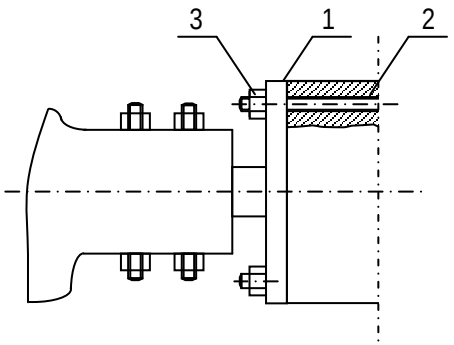

Рисунок 2
- присоединить фланцы лопастей (1, рис. 2) к ступице (2) попарно при помощи болтов (3) и стопорных шайб (4) входящих в комплект поставки. При этом номера лопастей должны соответствовать номерам посадочных мест на ступице (см. маркировку ступицы и лопастей);